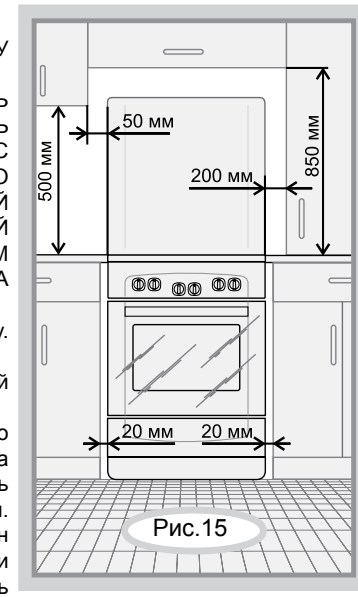

Рис.15
- Минимальные расстояния, которые необходимо выдержать при установке плиты, показаны на рис.15. Задняя стенка плиты должна отстоять от поверхности стены не менее чем на 50 мм. Уровень варочной поверхности плиты должен быть не ниже уровня столешницы. Торцы мебели на уровне варочной поверхности стола защитить металлическими накладками. Кухонные полотенца, шторы и т.п. должны находиться на безопасном расстоянии, исключающем их воспламенение.